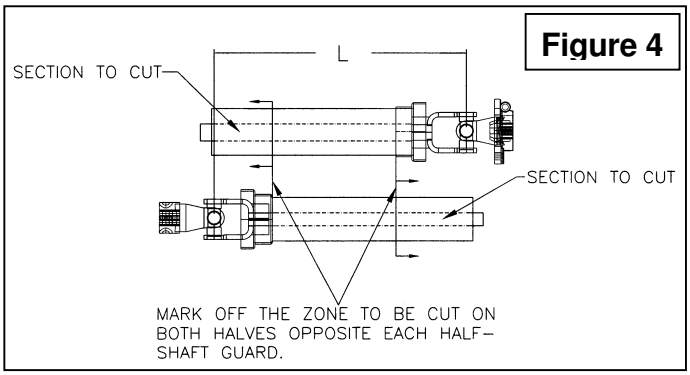

Figure 4
3. Hold the two half-shaft side by side and locate the **"L"** length between the two center-to-center half-shaft universal joints. Mark off the zone to be cut on both halves opposite each half-shaft guard as shown on Figure 4